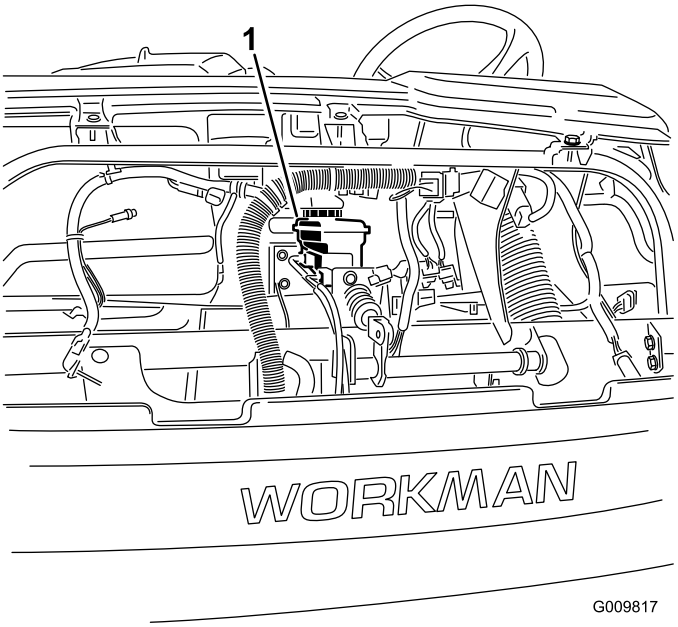

**Figur 25**
**Bemærk:** Du kan fjerne motorhjelmsadgangen til beholderen fra maskinens front (Figur 25).